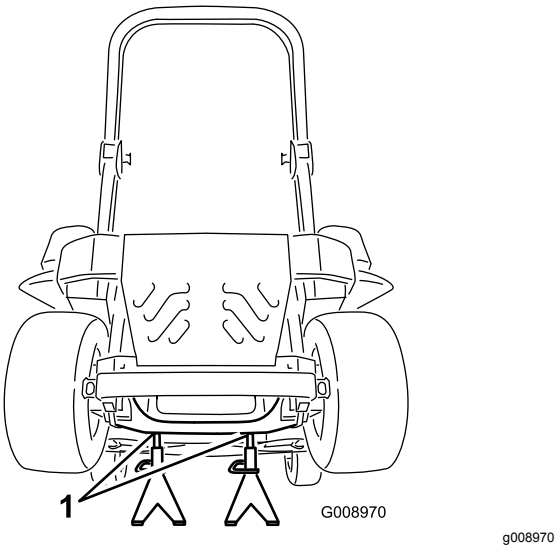

Figura 93
3. Levante la máquina y apóyela sobre gatos fijos (Figura 93).
9. Retire los soportes y baje la máquina (Figura 93).